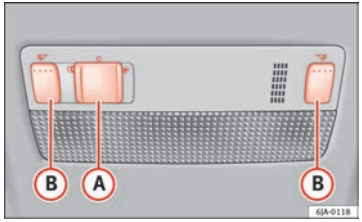

Fig. 59 Interior lighting – version 1
– Move the switch (A) ⇒ Fig. 59 towards the side of the light. The symbol will be displayed.
– Move the switch (A) ⇒ Fig. 59 to the centre position **O**.
– Move the switch (A) ⇒ Fig. 59 to the centre of the light. The symbol will be displayed.
– The reading lights are switched on and off by pressing switch (B) ⇒ Fig. 59.
Where the courtesy light is on (switch (A) ⇒ Fig. 59 in position), the light will come on if: